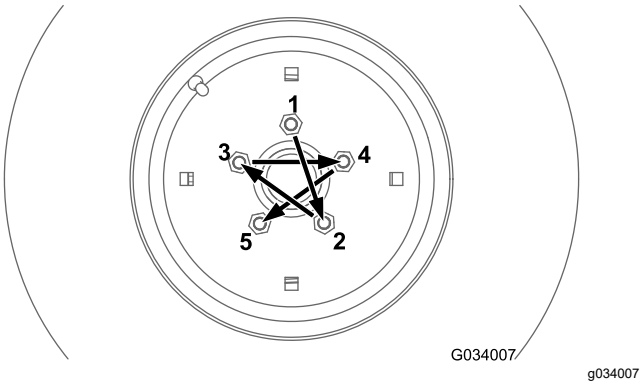

**Bild 65**
Ziehen Sie die Radmuttern an den Vorder- und Hinterrädern (nur Allradmaschinen) in einem kreuzförmigen Muster, wie in Bild 65 dargestellt, auf das angegebene Drehmoment an.Bild 66
- Vorderräder: siehe Bild 65